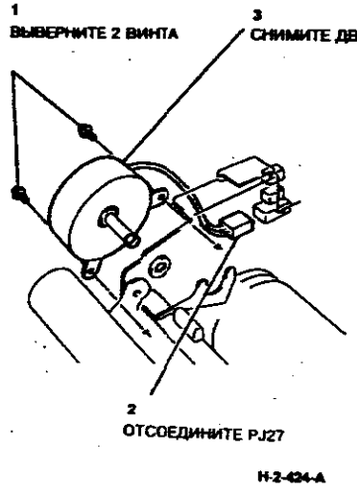

**Рисунок 2. Снятие двигателя паутинки**
4. (Рисунок 2) Снимите двигатель паутинки (MOT10-020).